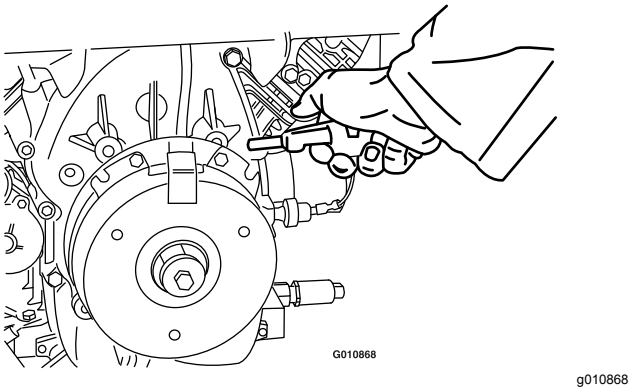

Figuur 81
3. Blaas met een behulp van perslucht al het vuil onder de remstang en rond de afstandsstukken van de rem weg (Figuur 81).